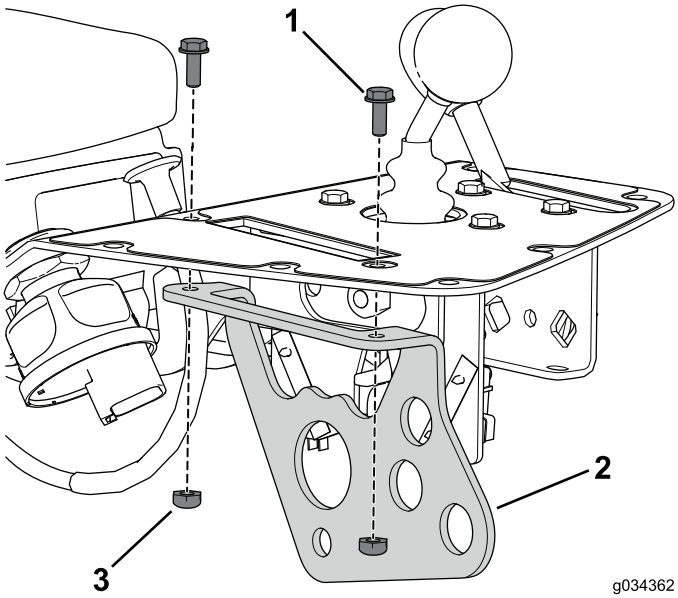

Рисунок 9
8. Снимите и удалите в отходы два болта и две гайки, которые крепят кронштейн рычага управления навесными орудиями к узлу консоли (Рисунок 9).